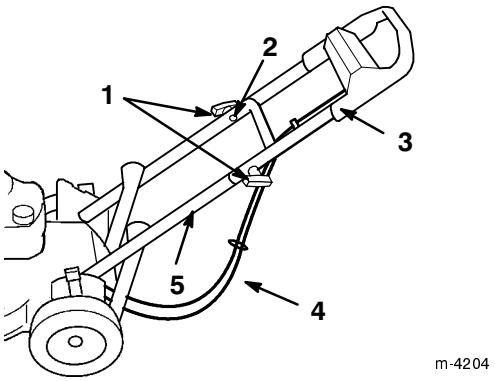

Figuur 3
5. Zorg ervoor dat de kabels onder en achter het onderste deel van de handgreep lopen, zoals wordt getoond in Figuur 3.